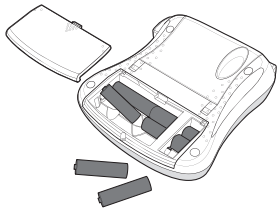

Figura 2
1. Retire la tapa del compartimento para pilas de la rotuladora. Ver Figura 2.